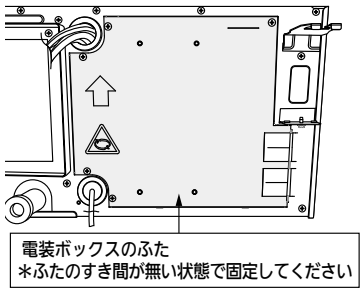

図18
- 別売品の配線を電装ボックスへ引き込む際、配線が重なるとふたを締めた後すき間が出来るので重ねないようにしてください。（図 18）